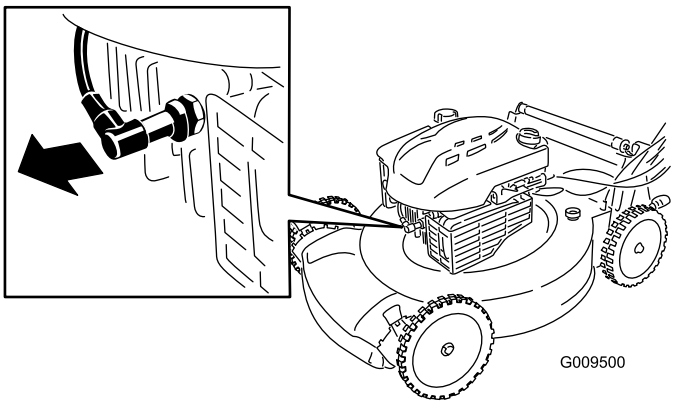

Figur 16
2. Kobl tændrørskablet fra tændrøret (Figur 16), før du udfører nogen form for vedligeholdelsesarbejde.